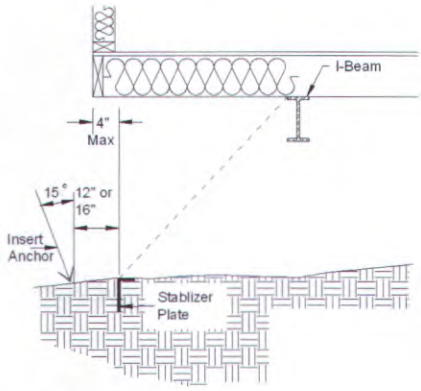

Figure 74. *Determining anchor and stabilizer plate location*
1. **Locate anchor**. Select a location for the anchor under the home but within four inches of the exterior wall **Figure 74**. Avoid locations that will interfere with skirting.